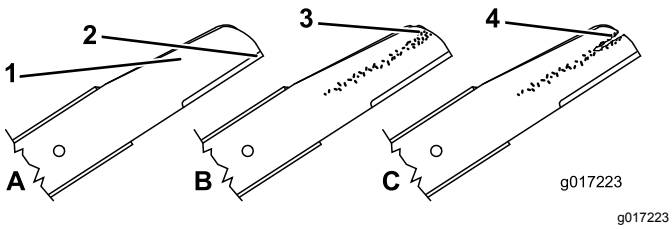

Figure 41
1. Examinez le tranchant des lames (Figure 41). Si elles sont émoussées ou présentent des indentations, déposez les lames et affûtez-les ou remplacez-les.
2. Inspectez les lames, surtout la partie relevée (Figure 41). Remplacez immédiatement toute lame endommagée, usée ou qui présente une entaille.